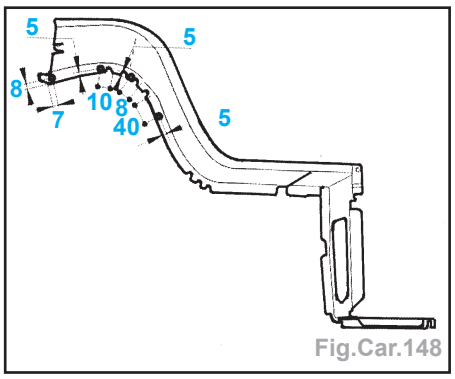

Fig.Car.148
- Trace et percer des trous de Ø 6,5 mm pour soudage ultérieur par points bouchons (Fig.Car.148).